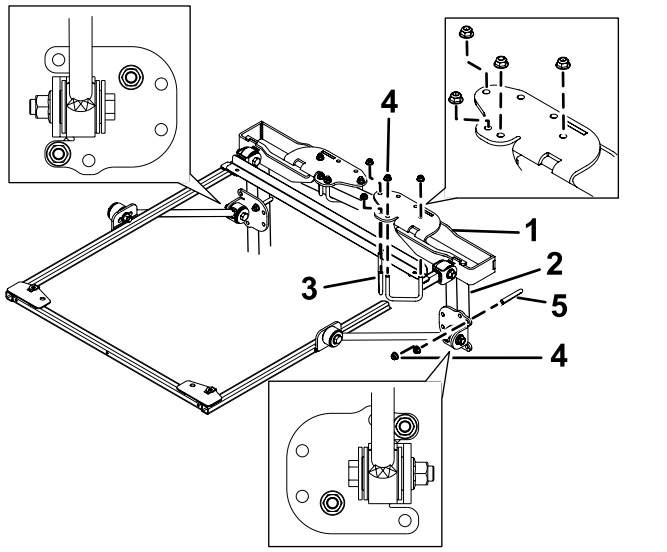

Рисунок 32
4. Установите монтажные кронштейны ROPS на верхнюю часть защитной дуги тягового блока (Рисунок 32). Убедитесь в том, что защитная
5. Используя монтажные отверстия, показанные на Рисунок 32, прикрепите каждый монтажный кронштейн ROPS к верхней части защитной дуги с помощью 2 U-образных болтов (2¾ дюйма) и 4 фланцевых гаек.
6. Используя монтажные отверстия, показанные на Рисунок 32, прикрепите, не затягивая, каждый кронштейн подпорки к стойкам защитной дуги с помощью U-образного болта (4 дюйма) и 2 фланцевых гаек.